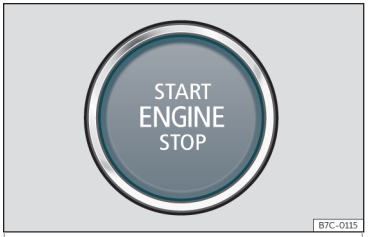

Fig. 197 En la parte inferior de la consola central: pulsador de arranque.
- Presione el pulsador de arranque ››› **fig. 197** sin pisar el acelerador. Para que el motor arranque debe haber una llave válida en el vehículo. Tras arrancar el motor la iluminación del pulsador START ENGINE STOP cambia a iluminación fija indicando que el motor esta arrancado.
- Presione brevemente el pulsador de arranque ››› **fig. 197**.
Al acceder al vehículo el pulsador de arranque ››› **fig. 197** parpadea para llamar la atención sobre él.